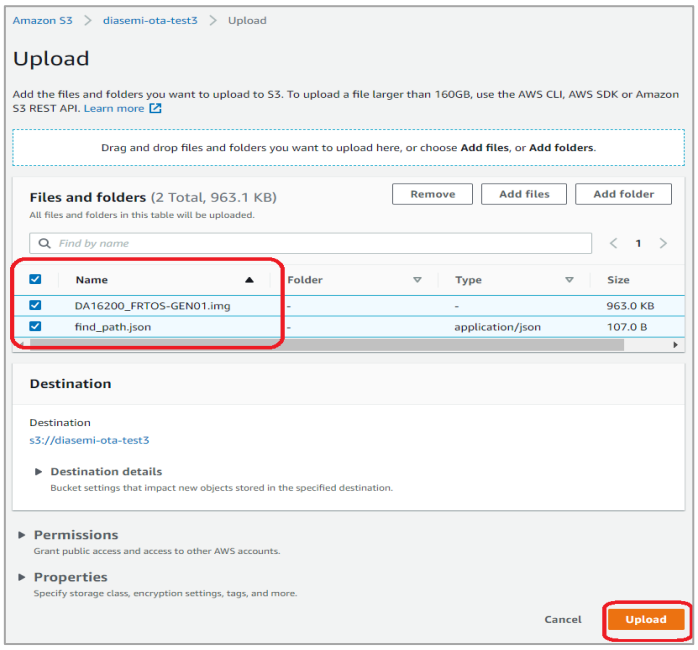

Figure 90. Ready to upload
4. There is one IMG file for DA16200 OTA update, and the JSON file is a path setting file for the update. The important thing is that the names of the two files for the update should be the same as in Figure 90.